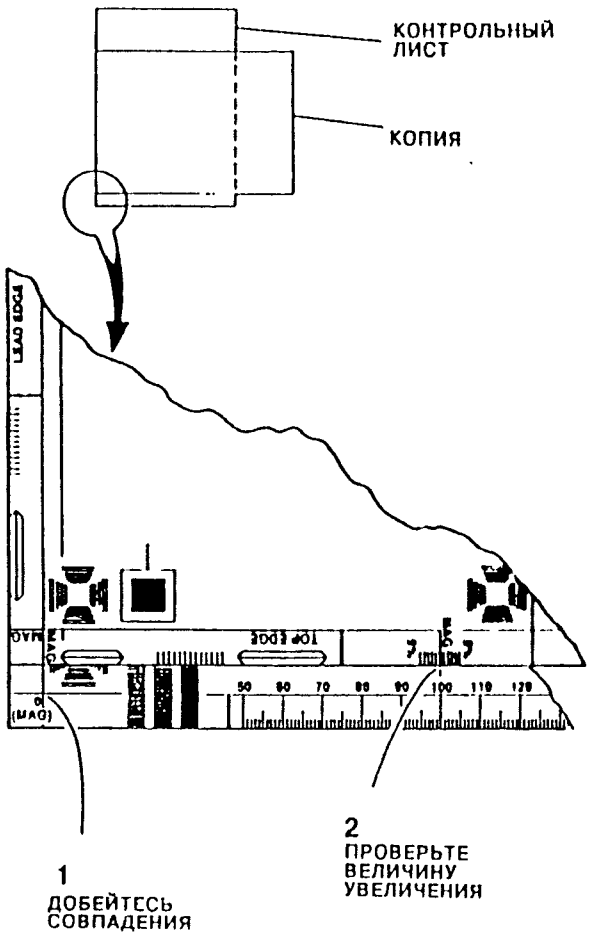

Рис. 2. Проверка отношения размеров в направлении от передней до задней кромки.
a. Поместите копию так, чтобы метка TOP EDGE (верхний край) располагалась в нижней части листа поверх контрольного листа, причем метка MAG 0 на контрольном листе должна совпасть с меткой MAG 1 на копии (смотрите Рис. 2).
b. Прочтите значение коэффициента увеличения, которое указывает метка MAG 2 копии на шкале на контрольном листе (смотрите Рис. 2). На Рис. 2 показан пример копии с увеличением 100%.